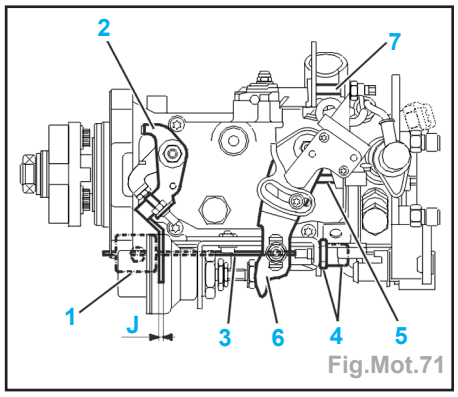

Fig.Mot.71
- Vérifier que le levier (2) est en butée à droite (Fig.Mot.71) sinon, approcher la tension du câble (3) par le serre-câble (1).